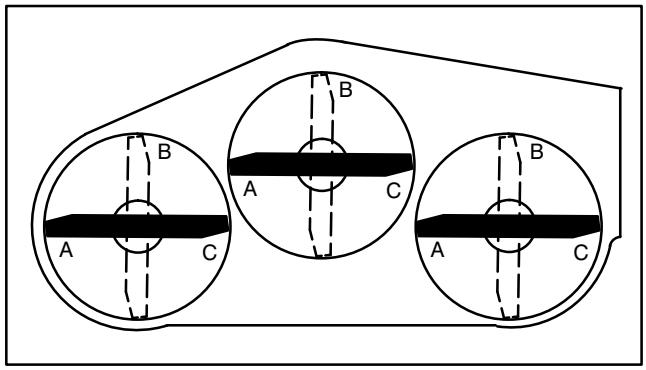
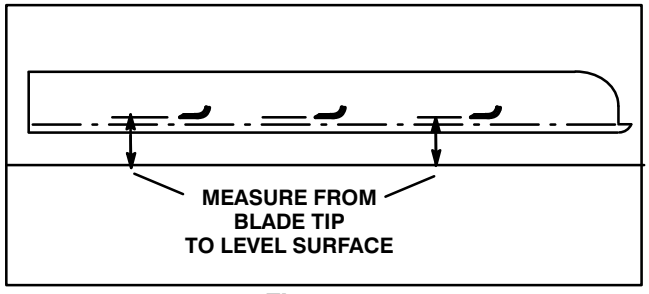

Figure 34
Figure 35
(Fig. 34−35)
5. Position all three blades in the “A” position (Fig. 34) and measure from level surface to the bottom of the tip end of each blade (Fig. 35).
6. Note measurement attained at “A”, rotate blades to “B” position (Fig. 34), measure distance of all blades to level surface and note dimensions (Fig. 35).
7. Rotate blades to “C” position, measure and note distance measured (Fig. 34, 35).